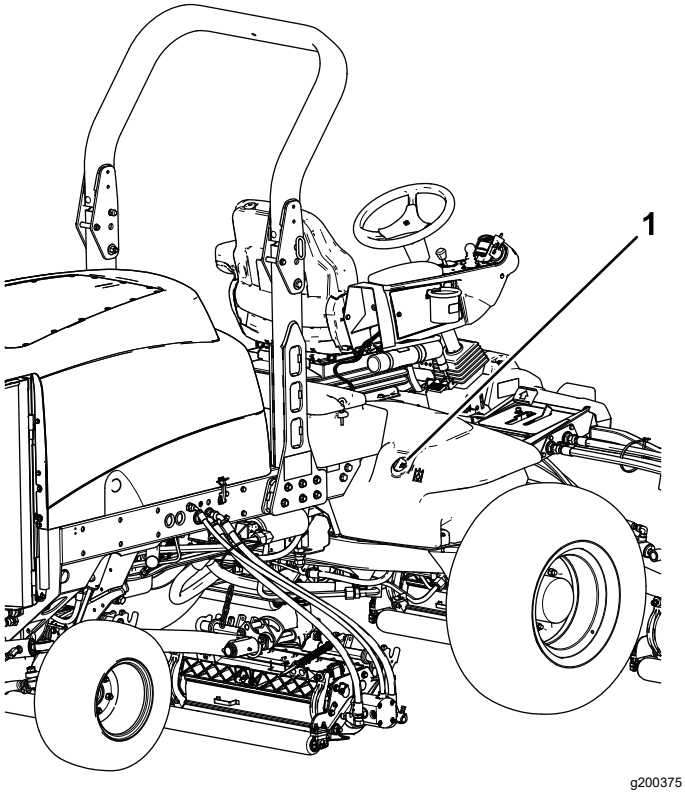

Figur 117
2. Gör rent omkring påfyllningsröret och hydraultanklocket (Figur 117).